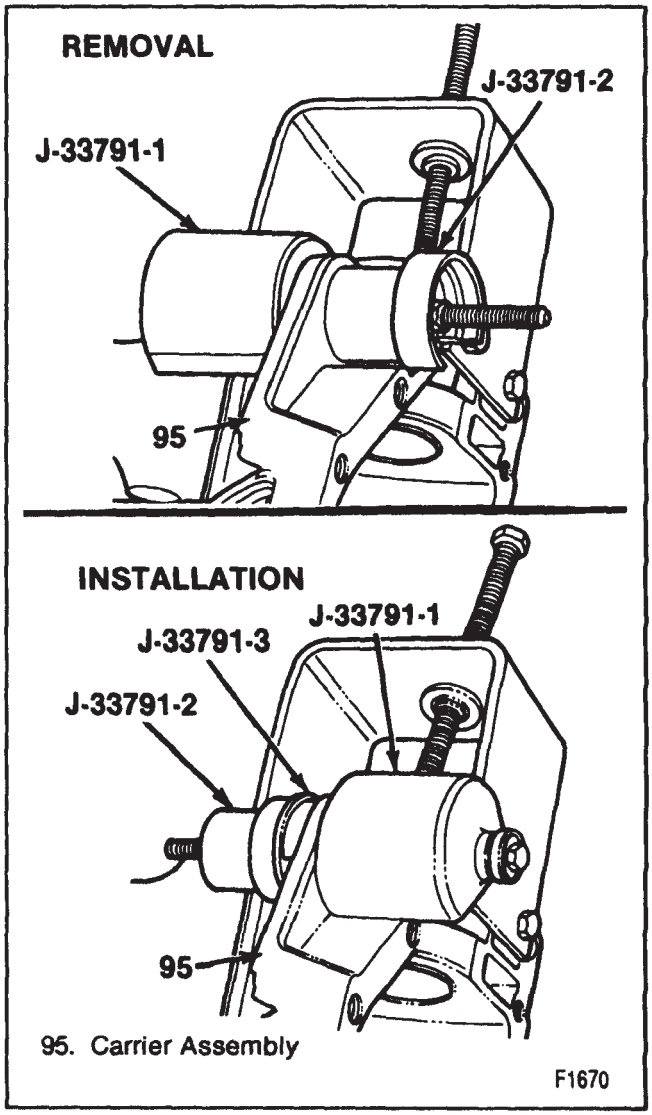

Figure 10—Replacing the Carrier Bushings
1. Differential carrier assembly. Refer to "Differential Carrier Assembly Replacement" in this section. Bushing (48). Use J 33791 (figure 10).
1. Bushing (41). Use J 33791 (figure 10).